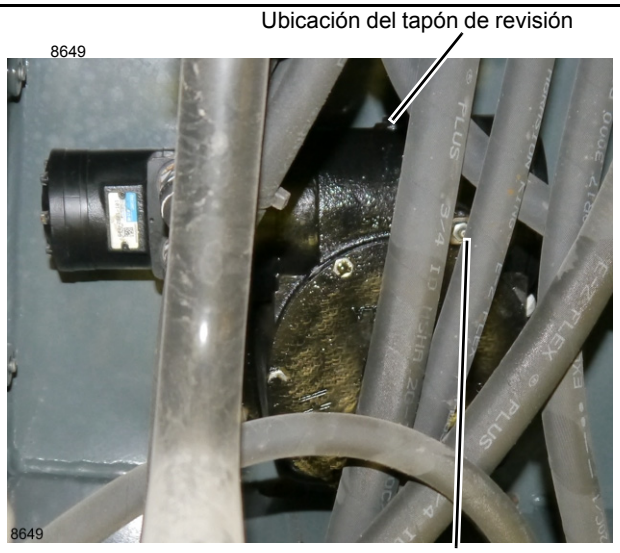

FIGURA 5-22
2. Limpie la grasera y el tapón de revisión (Figura 5-22).